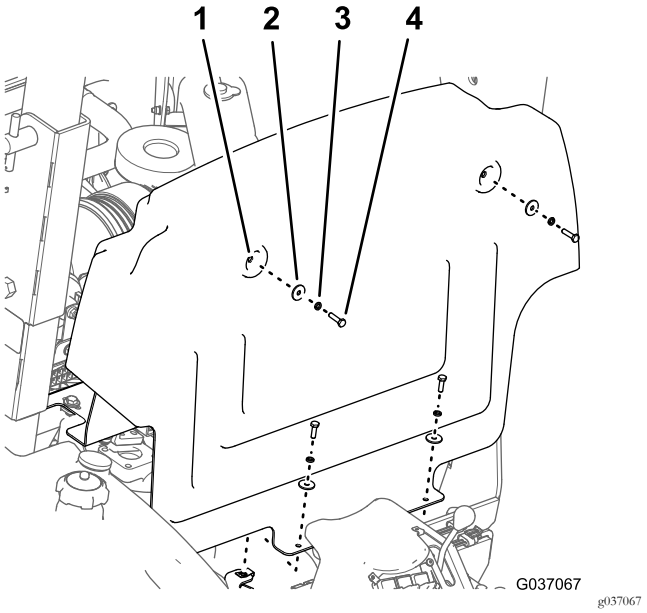

Figura 28
1. Rimuovete i 4 bulloni (6 x 25 mm), le 4 rondelle di bloccaggio (6 mm) e le 4 rondelle piane (6 mm) che fissano il pannello di supporto al telaio della macchina (Figura 28).
2. Spostate il pannello verso l'alto e in avanti e rimuovetelo dalla macchina (Figura 28).
1. Allineate i 4 fori nel pannello di supporto ai 4 dadi a clip sul telaio; fate riferimento a Figura 28.
2. Fissate il pannello di supporto al telaio della macchina con i 4 bulloni, 4 rondelle di bloccaggio e 4 rondelle piane; fate riferimento a Figura 28.